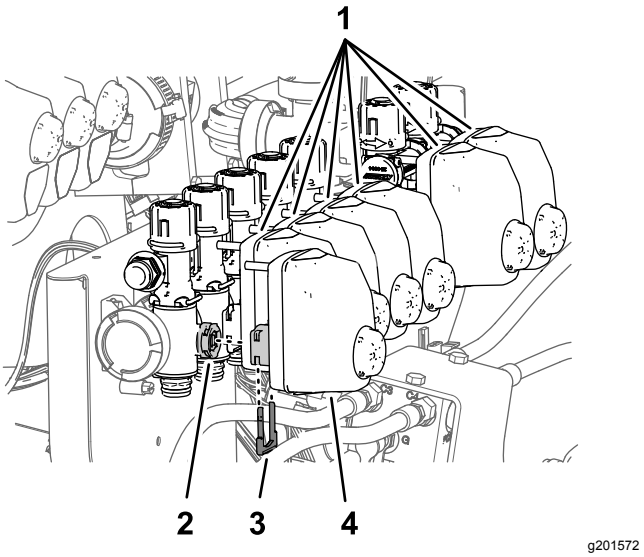

Figur 99
1. Afmonter holderne, der fastgør ventilaktuatorerne til dyseventilerne 1 til og med 7 (Figur 99).
2. Afmonter ventilaktuatorerne fra dyseventilerne 1 til og med 7 (Figur 99).
10. Sæt ventilaktuatorerne ind i dyseventilerne 1 til og med 7 (Figur 99) med de holdere, du fjernede i trin 1.